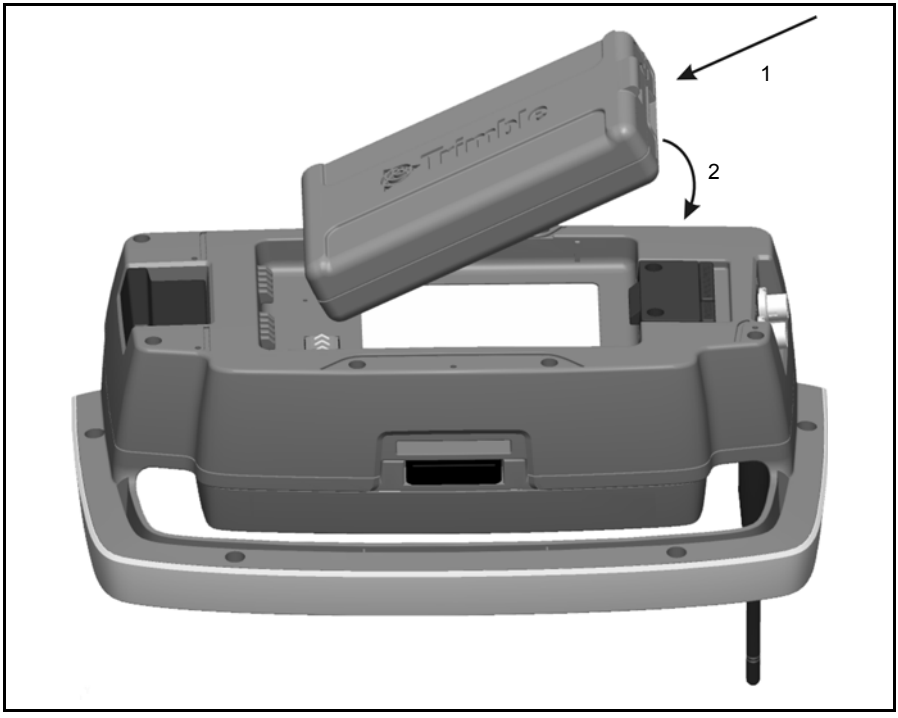

Рис. 7.71. Установка батареи в держатель Trimble Robotic
1. Установите батарею на крючки в держателе (1).
2. Задвигайте батарею на держатель, пока она не встанет на место (2). См. рис. 7.71